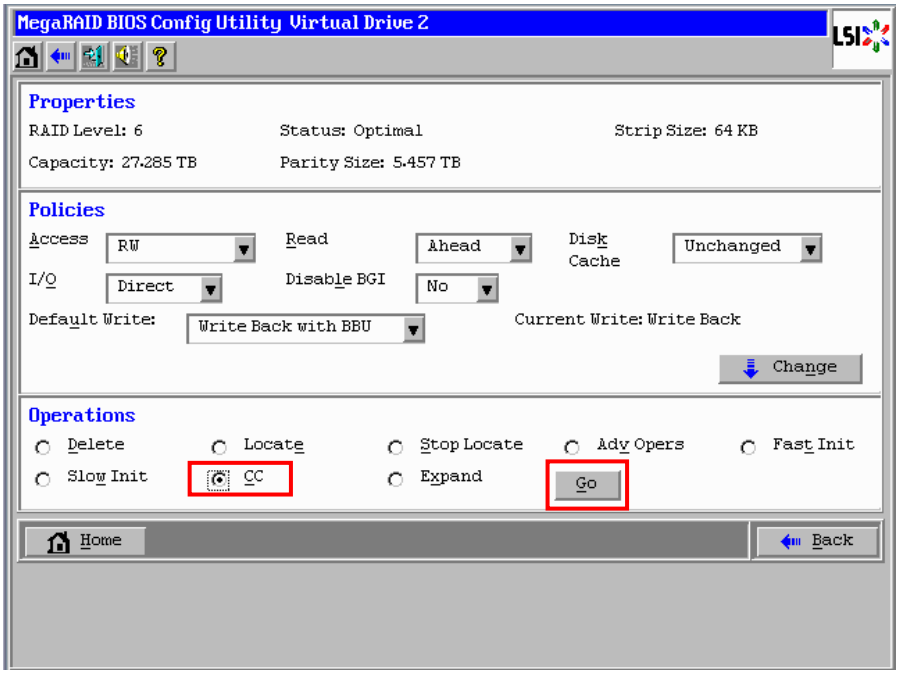

Figure B.2.8-10 Virtual Drive window (2)
(12) The virtual drive window (2) is displayed as shown in Figure B.2.8-10.